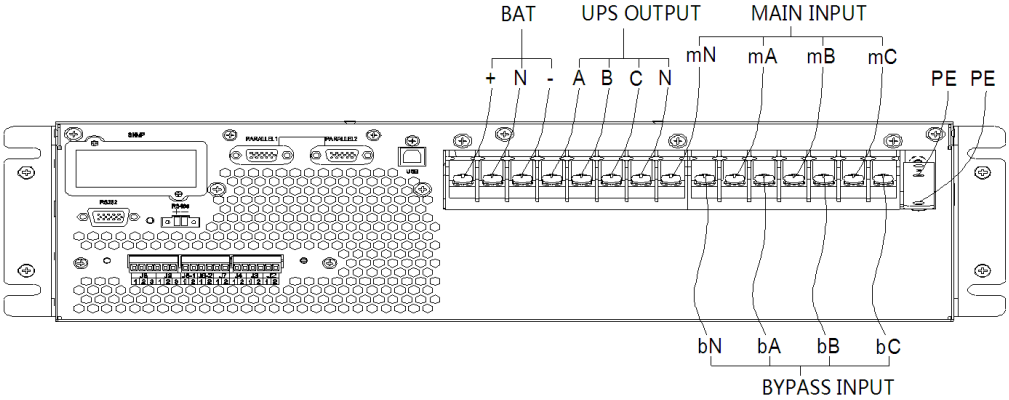

Figure 3-13 3-phase in and 3-phase out, dual input
4、Connect PE cable to PE terminal, as shown in Figure 3-13.